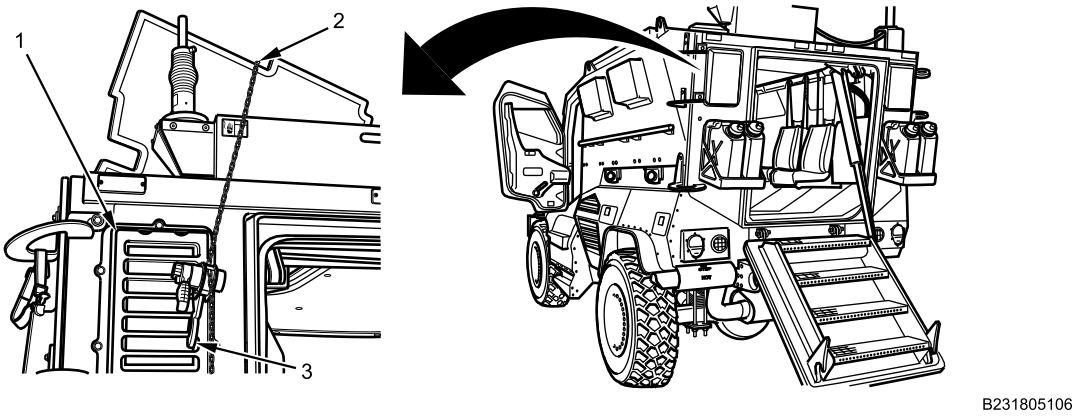

Figure 2. Attaching Chain Hoist to Riot Guard.
2. Attach opposite end (Figure 2, Item 3) of chain hoist (Figure 2, Item 2) to left rear window riot guard (Figure 2, Item 1).